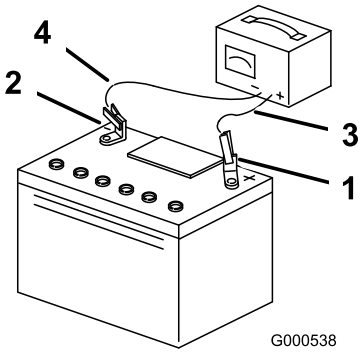

Figuur 49
3. Zodra de accu volledig is opgeladen, haalt u de acculader uit het stopcontact en maakt u vervolgens de oplaadkabels los van de accuklemmen (Figuur 49).